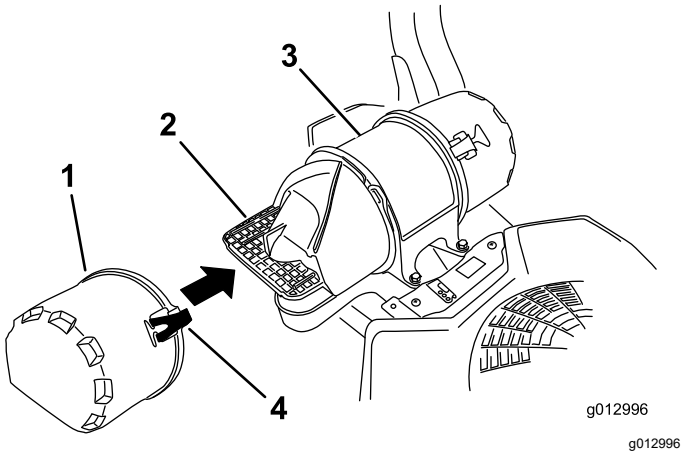

Figure 41
3. Ouvrez les dispositifs de verrouillage du filtre à air et séparez le couvercle d'entrée d'air du boîtier du filtre (Figure 41).
5. Reposez le couvercle d'entrée d'air et fixez-le avec les verrous (Figure 41).